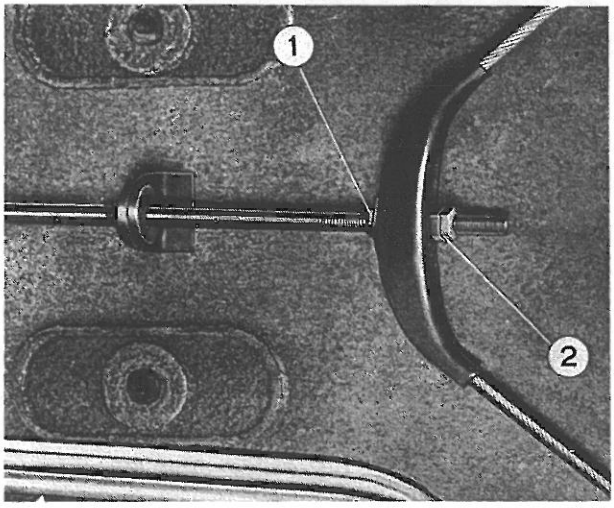

Fig. 09 2/1 - Registro per fune freno a mano
— Operando da sotto la vettura, svitare parzialmente il controdado che fissa l'attacco della fune di comando del freno a mano (part. (2) di fig. 09 2/1), e svincolare la fune stessa.